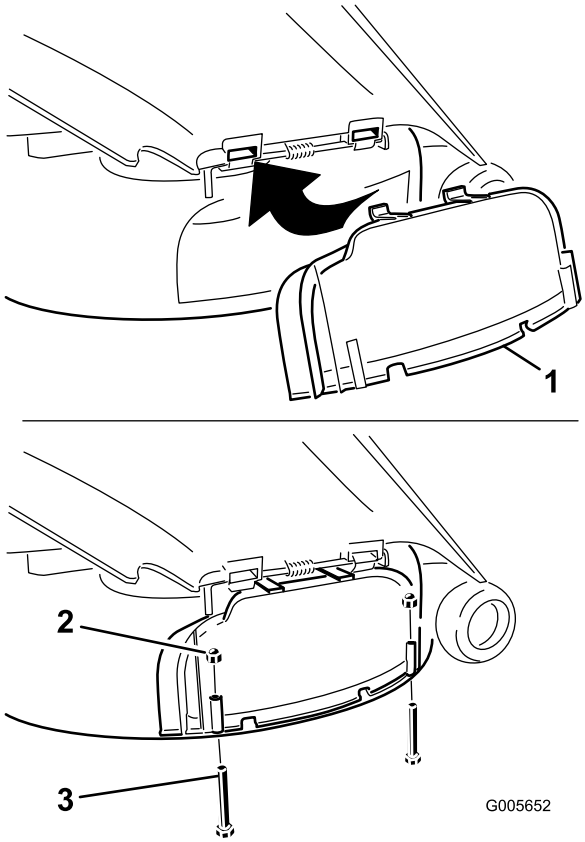

Figuur 27
5. Draai de afvoerafsluiter naar beneden op de opening en op de onderste lip van het maaidek (Figuur 27).
6. Zet de uitworpafsluiter vast aan de onderste lip van het maaidek met twee bouten (1/4 x 2-1/2 inch) en twee dopmoeren (1/4 inch) zoals getoond in Figuur 27.